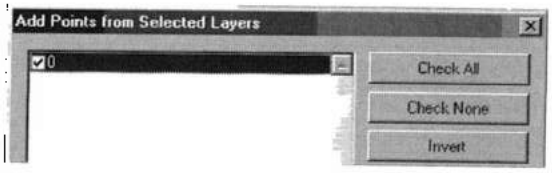

Рис. 22.4. *Добавление точек из выделенных слоев*
2. На ленте в разделе **Tools** нажать **Create from Imported > Select Import Instance** (Создать из импорта > Выделить импортное вхождение) и в области чертежа выбрать импортированные 3М-данные. Откроется бокс **Add Points from Selected Layers** (Добавление точек с выбранных слоев) (рис. 22.4).